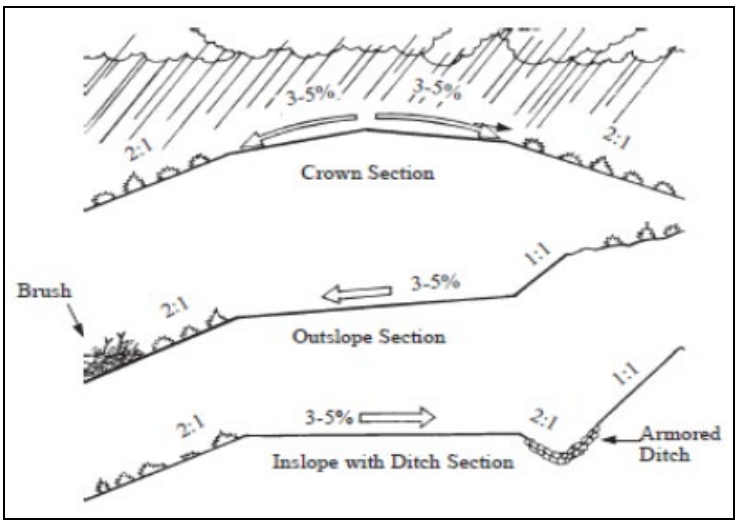

Figure 2: Road surface drainage design.
e. Maintain positive surface drainage with an out-sloped, in-sloped, or crown roadway section using 3 - 5 % cross slopes (up to 5% is best). Provide cross drainage with culvert pipes or rolling dips. In slippery soils, either in-slope the road or add aggregate surfacing to the road. Use a crown road section on a wide road with gentle slopes or flat ground to prevent water from standing on the road surface. See Figure 2 below.